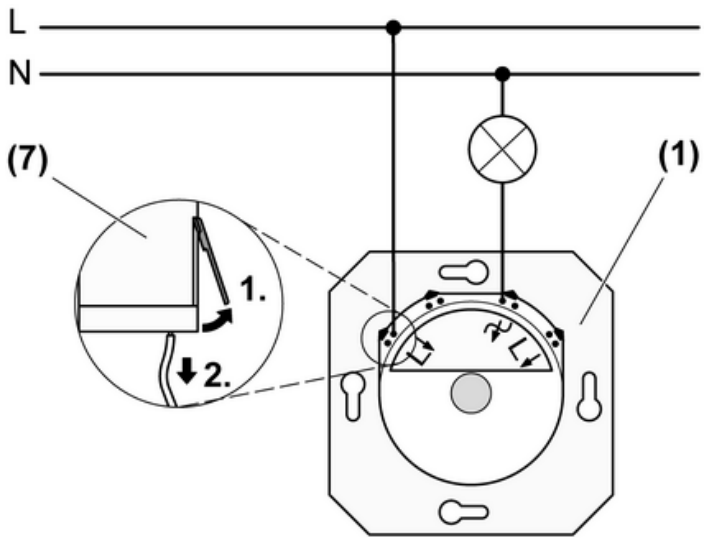

Bild 2: Anschlussplan
(1) Dimmer
(7) Anschlussleitung aus Steckklemme lösen
- Dimmer gemäß Anschlussplan anschließen (Bild 2).